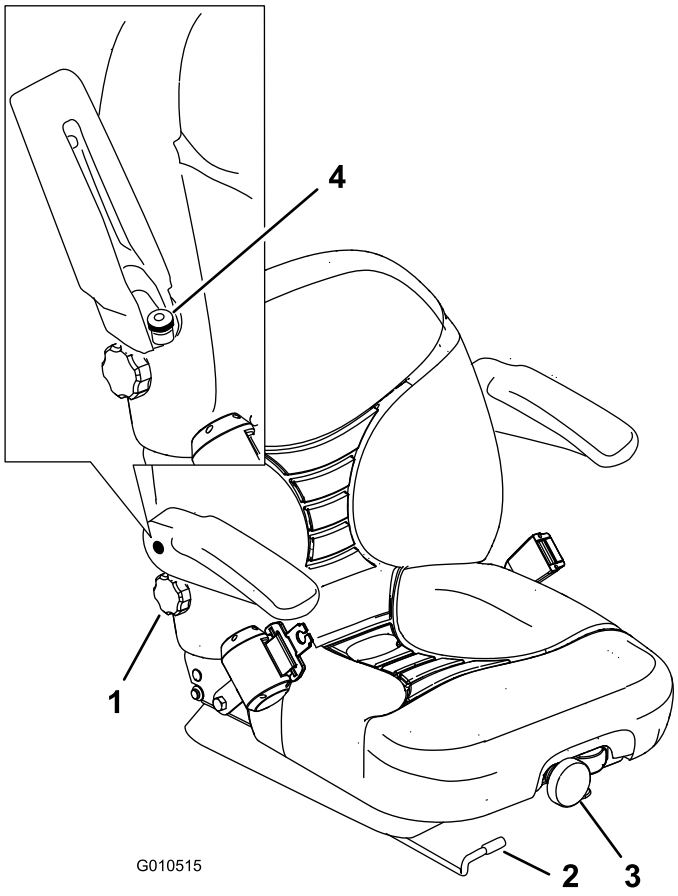

Figur 30
1. Flytt spaken sidelengs for å låse opp setet for å justere (Figur 30).
Drei den fremre knotten enten til høyre eller venstre for å gi best mulig komfort (Figur 30).
Drei knotten under det høyre armlenet i begge retninger for å gi best mulig komfort (Figur 30).
Juster ved å heve armstøtten og dreie knotten i begge retninger for å gi best mulig komfort (Figur 30).